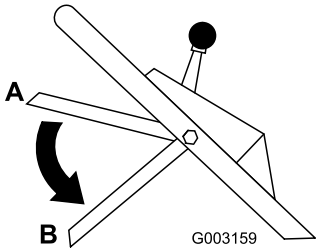

Figura 19
10. Rilasciate la barra di comando della lama; vedere la posizione B nella Figura 19. Dovreste udire un colpo. Dopo tre secondi la lama deve fermarsi.
2. Abbassate la barra di comando della lama nella posizione inferiore (B nella Figura 19).